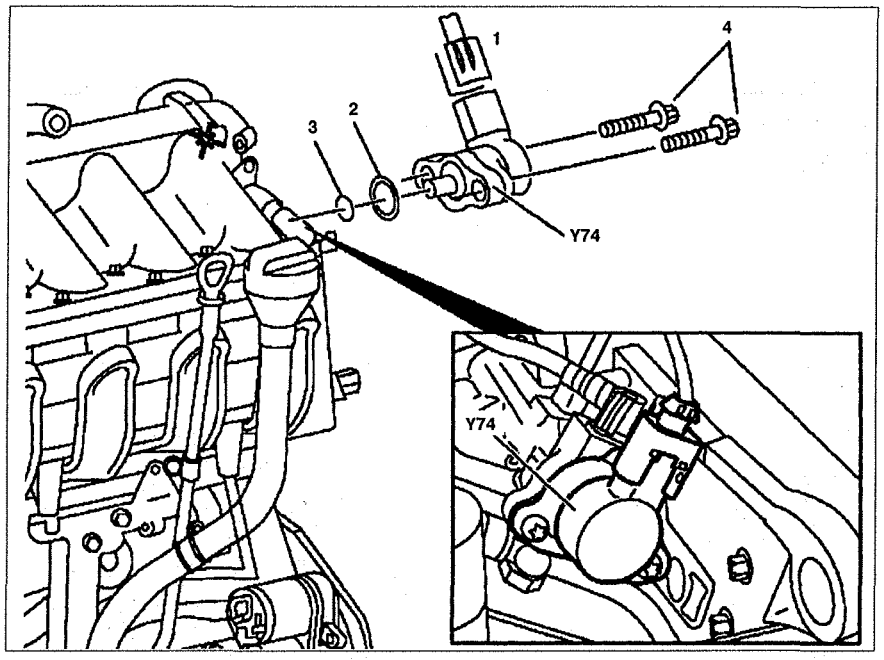

Рис. 5.63. Клапан регулировки давления топлива:
2. Снимите клапан регулировки давления топлива **Y74** (см.рис.5.63).